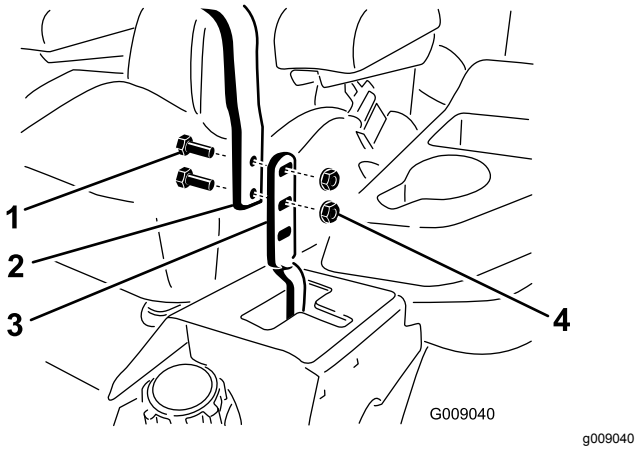

**Рисунок 59**
2. Ослабьте болты и фланцевые гайки, которые крепят рукоятки к рычагам (Рисунок 59).